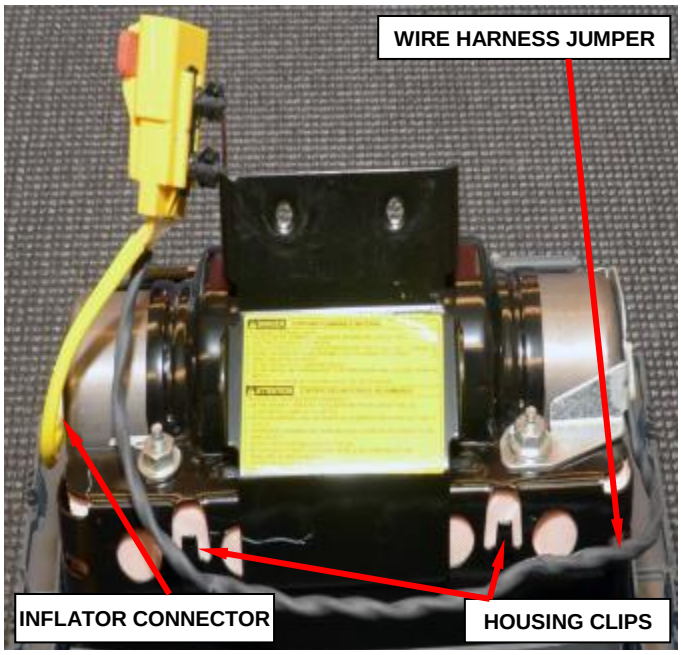

Figure 76 – Wire Harness Jumper
b. Disengage the wire harness jumper from the housing clips in two places (Figure 76).
c. Disconnect the single yellow wire inflator connector from the end of the inflator using pliers (Figure 76).
j. Install the yellow three way wire harness jumper connector to the retaining clip (Figure 76).
k. Connect the single yellow inflator connector to the end of the passenger airbag inflator (Figure 76).